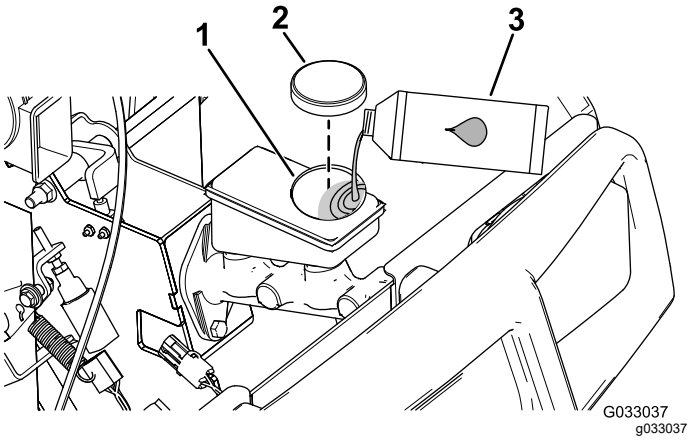

Figur 65
4. Løft motorhjelmen for at få adgang til hovedbremsecylinderen og beholderen (Figur 65).
A. Rengør området omkring beholderdækslet, og tag dækslet af (Figur 65).
C. Sæt beholderens dæksel på (Figur 65).